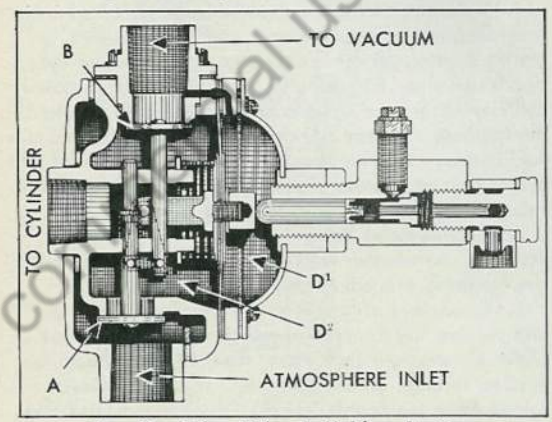

Fig. 37 Relay Valve in Holding Position
3. **Holding Position**—Atmospheric pressure in diaphragm chamber "D2" creates an opposing force in the relay valve which tends to move diaphragm toward released position and close atmospheric valve "A". Movement of diaphragm, combined with action of triangular linkage, closes atmospheric valve "A" and (with valve "B" also closed) to hold brakes in partially applied position. This relay valve position is shown in Fig. 37. Relay valve remains in this position, with both atmospheric (A) and vacuum (B) valves closed and power cylinder pistons do not move in either direction, until; hydraulic pressure at relay valve is changed to open one of the valves. This action provides complete control of the power cylinder operation and prevents cylinder applying more brake action than is desired.